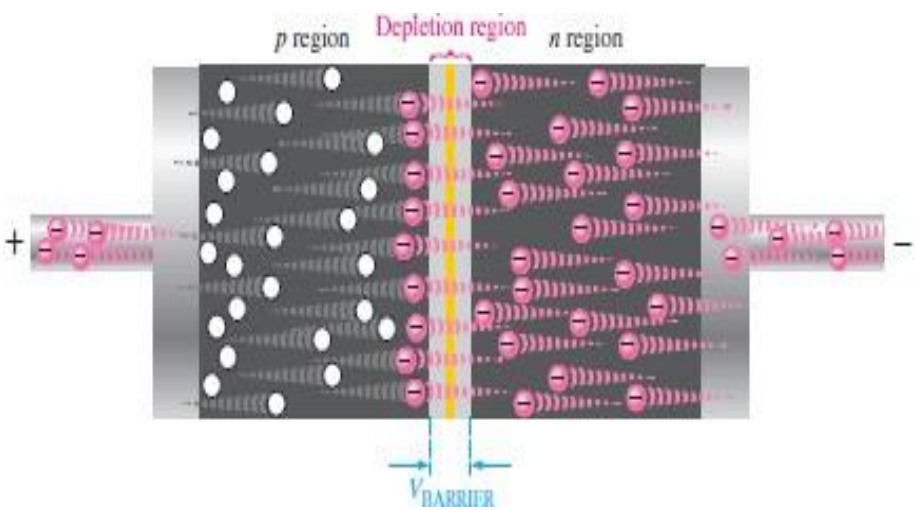

Figure 2: A forward-biased diode showing the flow of majority carriers and the voltage due to the barrier potential across the depletion region.
- Because like charges repel, the negative side of the bias-voltage source "pushes" the free electrons (majority carriers) in the *n* region, toward the *p-n* junction. This flow of free electrons is called ***electron current.*** **(Figure 2)**